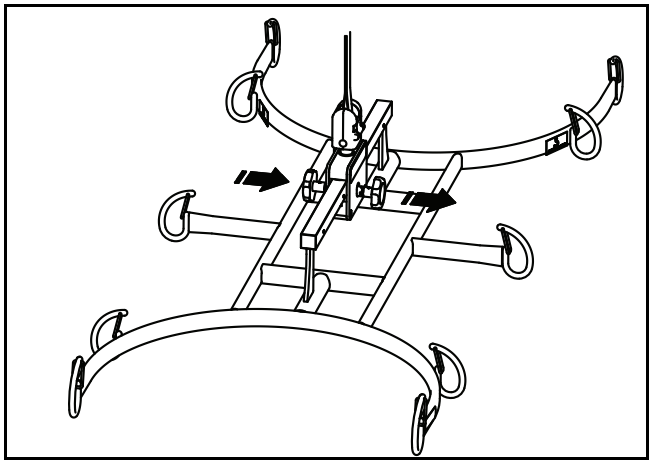
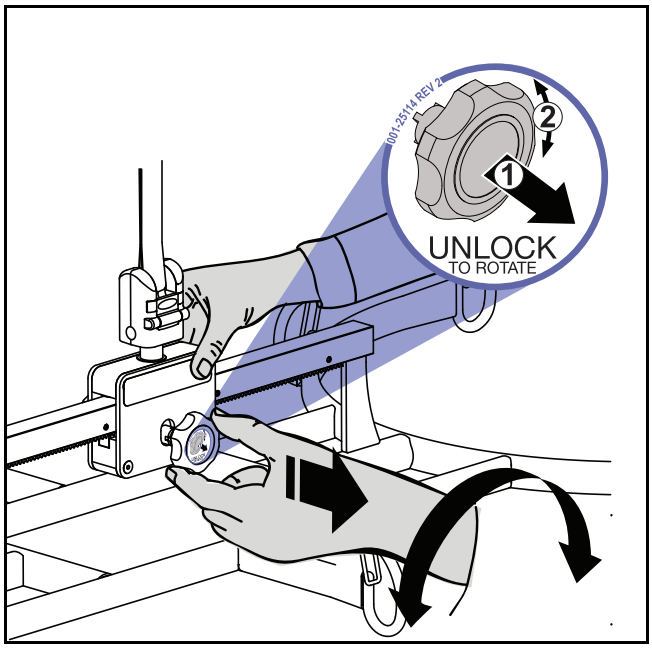

Fig. 8
Fig. 9
3) For at justere bårerammen, træk knopperne ud eller skub dem ind (afhængigt af det valgte) mod fjedertrykket for at opnå indgreb (se Fig. 8) inden rotation (se Fig. 9).